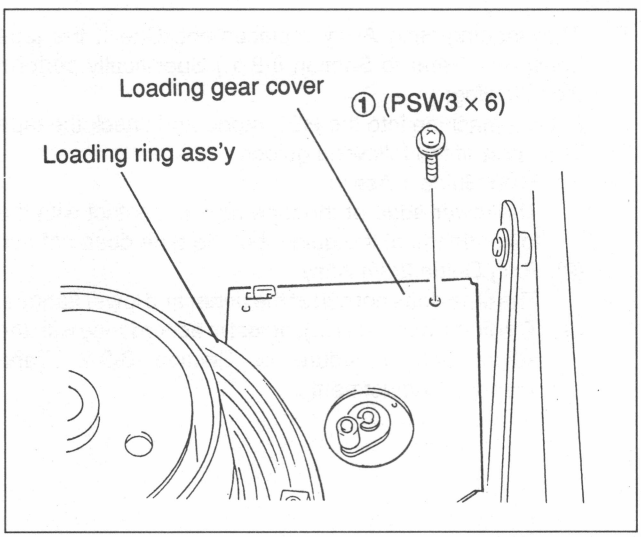
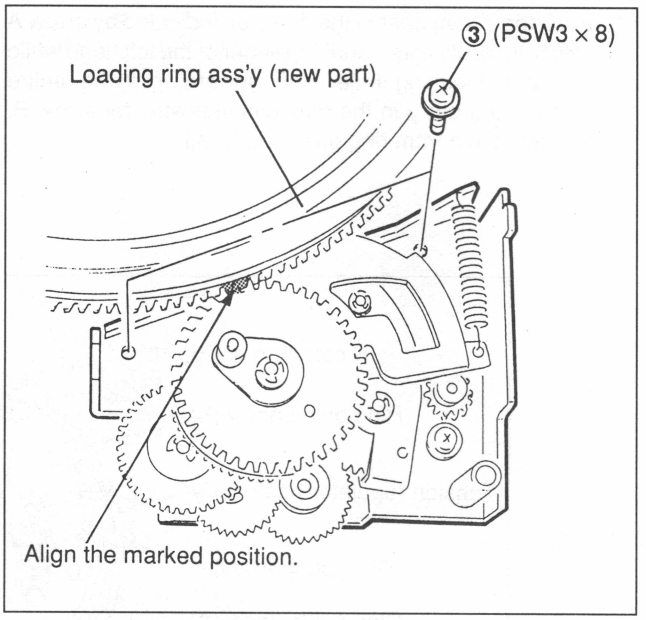

Fig.7-18-5 The Loading Drive Gear Cover Remove
Fig.7-18-14 Loading Drive Gear Ass'y Installation
(1) Rotate the manual crank of a loading drive gear ass'y and confirm that the loading ring ass'y is in the unthreading end state.
(2) Remove screw ① of the loading drive gear ass'y shown in Fig. 7-18-5, then remove the cover.
(1) Confirm that the ring is in the unthread end position and align the mark of a loading drive gear ass'y with the previously marked tooth of a ring gear. (Refer to Fig. 7-18-14.)
(2) Tighten screw ③ and install the loading drive gear ass'y.
(3) Install the loading gear cover with screw ①. (Refer to Fig. 7-18-5.)